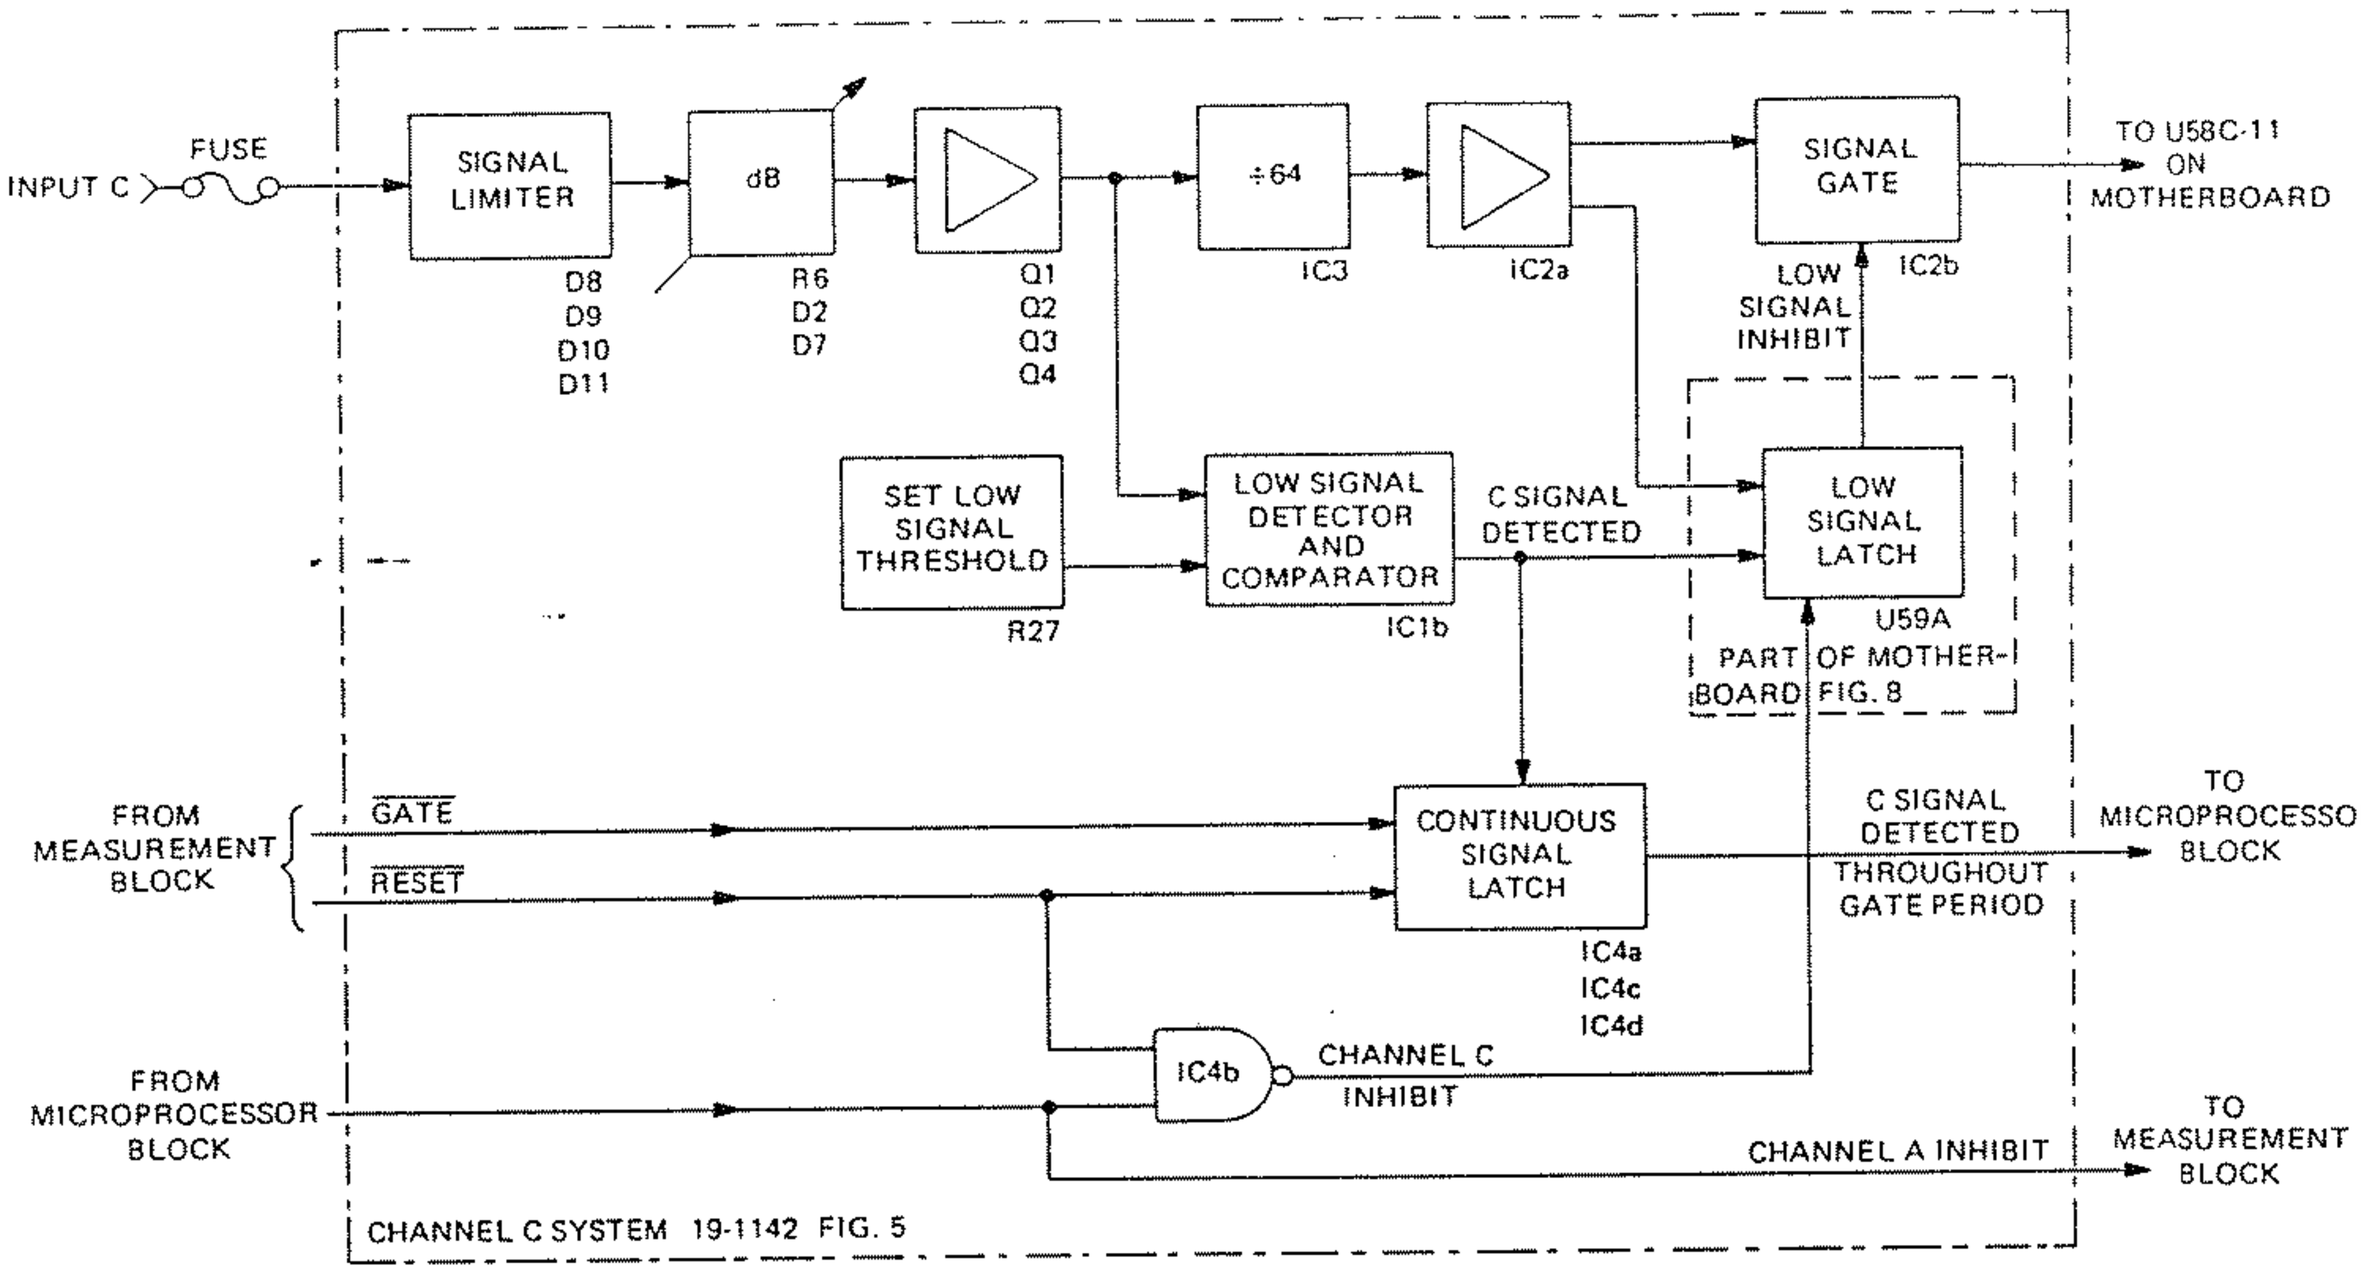

Figure 5.8 - Simplified Block Diagram for Channel C (1996)
5.3.3.1.1 Channel C is provided on Model 1996 only. Refer to Figure 5.8 which provides a simplified block diagram. Channel C processes the signal applied at the channel C input and feeds it to the measurement block.